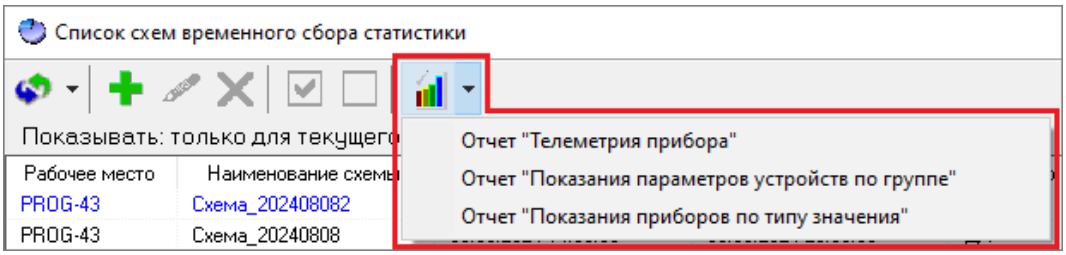

Рисунок 12-156 Выпадающее меню "Отчеты"
- либо нажмите кнопку «Отчеты» и в появившемся выпадающем меню выберите необходимый вариант отчета (см. Рисунок 12-156);